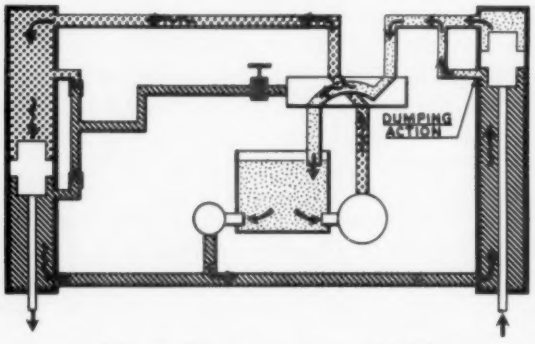

Fig. 2. Slave piston on upstroke.
Fig. 2. Casing crew ran the special combination tubing string using side-door casing elevators and power tongs with torque recorder. Note plastic coating on end of pin.
Fig. 2 illustrates operating sequence of the slave piston on the upstroke. When the reversing valve completes its shift, the reversing valve "crosses over" and the power pump fluid is now being directed to the top of the control piston. The upper end of the slave cylinder is vented back to the reservoir and causes the control piston to move downward. The slave piston is forced upward
Fig. 2 also illustrates the "dumping" action of the slave piston. As the booster pump makes
Before power is applied to the system, both pistons are resting at the bottom of their respective cylinders as shown in Fig. 3. Before normal operation can commence, it is necessary to get one of them up while the other is down. As the pumps start, the following sequence of events automatically take place: (1) the booster pump immediately builds up pressure and positions the reversing valve as shown in Fig. 3. This allows power pump to discharge on top of the slave piston; (2) the power pump bypasses through its relief valve and firmly holds the slave piston against the bottom; (3) the booster pump slowly pumps the control piston upward, since this piston has atmospheric (or reservoir) pressure on its top end; (4) the control piston passes the upper valve port and shifts the reversing valve; and (5) normal operation as in Fig. 2 begins.